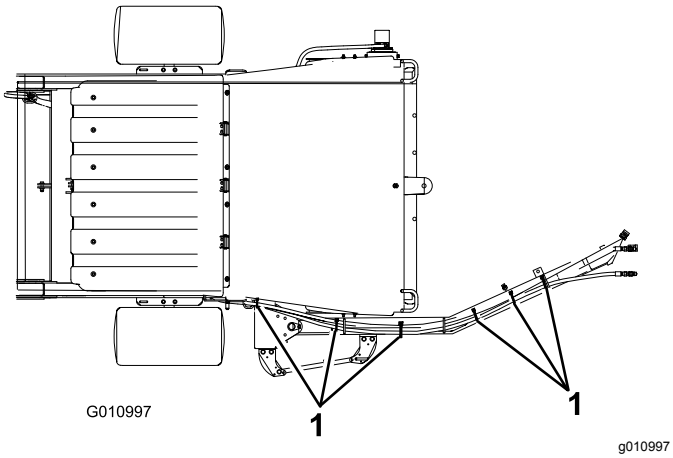
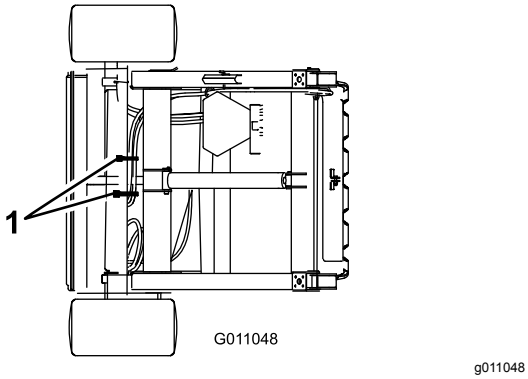

Figur 12
Figur 13
2. Fest hydraulikkslangene og ledningssatsen som vist i Figur 12 og Figur 13.